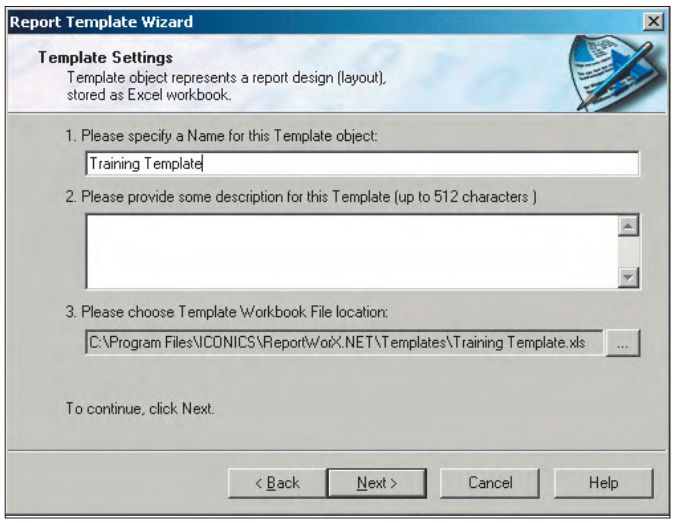

Рис. 10. Настройки шаблона
2. На экран будет выведено окно, показанное на рис. 10. Введите произвольное имя шаблона, место расположения файла рабочей книги Excel и, если необходимо описание, затем нажмите кнопку **Next** (Далее).